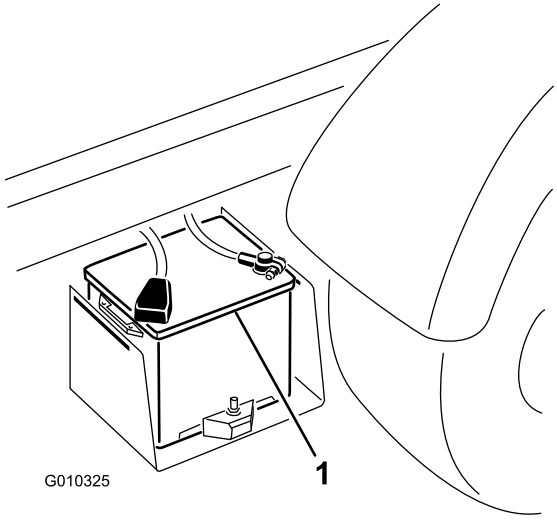

Figur 48
2. Anslut en startkabel mellan de två batteriernas pluspoler (Figur 48). Pluspolen identifieras genom ett plustecken "+" på batterikåpan.